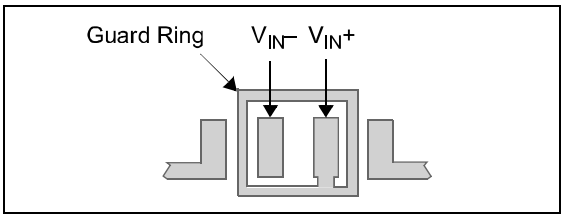

FIGURE 3-7: *Example guard ring layout.*
The easiest way to reduce surface leakage is to use a guard ring around sensitive pins (or traces). The guard ring is biased at the same voltage as the sensitive pin. An example of this type of layout is shown in Figure 3-7.
1. Inverting (Figure 3-7) and Transimpedance Gain Amplifiers (convert current to voltage, such as photo detectors).